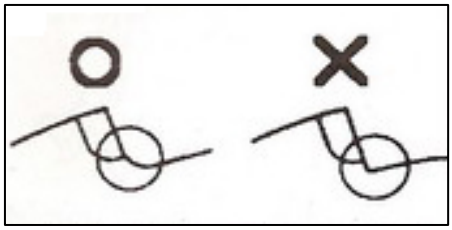

Rys. 20
- Tarczę tnącą należy naostrzyć jeśli jest tępa. Każdą krawędź należy naostrzyć oddzielnie. Upewnij się, że dolny róg jest zaokrąglony (Rys. 20).